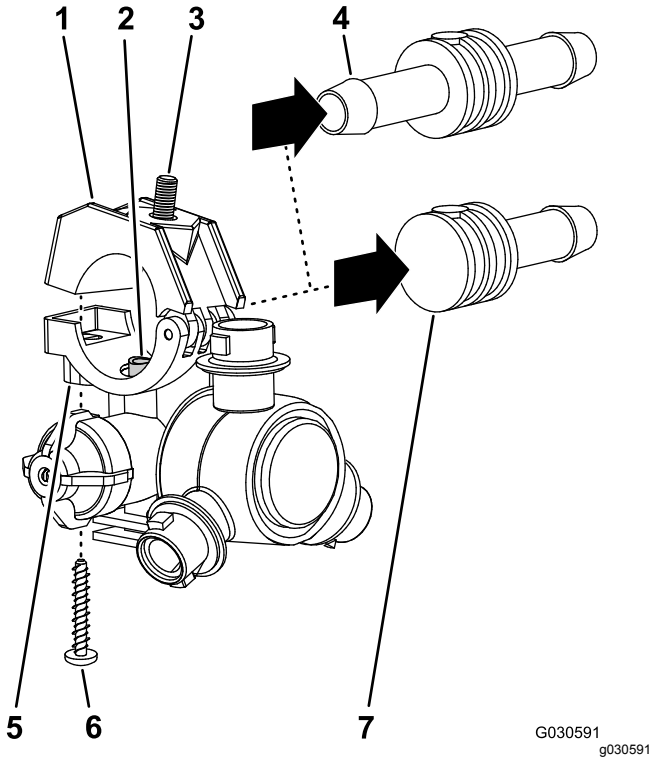

Figur 119
2. Börja med de tre sprutmunstycken som du tog bort i steg 1 i Ta bort sprutmunstycken (sida 37). Ta bort skruven av rostfritt stål (nr 3 x 1 1/4 tum) som håller fast den övre halvan av klämman och slangskaftet med en eller dubbel hulling (3/4 tum) på husen till vart och ett av sprutmunstyckena. Ta därefter bort slangskaften med hulling (Figur 119).